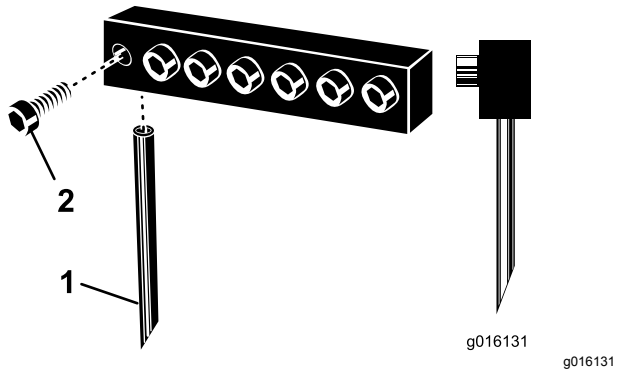

Figur 30
3. Lossa klämbultarna och ta bort de luftarpinnar som användes tidigare (Figur 30).
Obs: Placera ihåliga hålpipor med utmatningsskåran bakåt. Placera solida luftarpinnar med den vinklade pinnspetsen vänd mot maskinen (Figur 30).